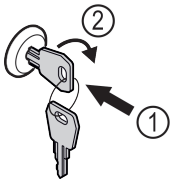

Fig. 105 Représentation à titre d'exemple
▶ Insérer la clé *Fig. 105 (1)*.
▶ Tourner la clé à 90° dans le sens horaire *Fig. 105 (2)*.